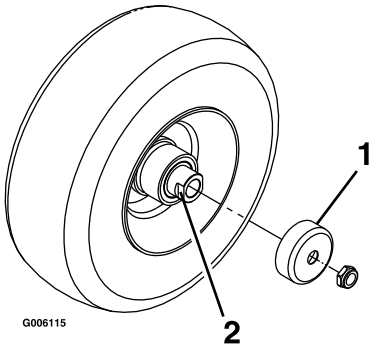

Figura 36
4. Retire los protectores de los retenes del buje de la rueda (Figura 36).